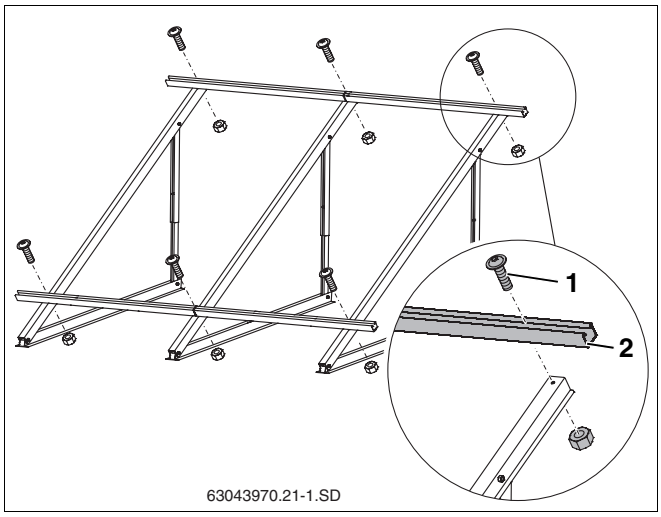

Afb. 34 Profielrails monteren (hier: voor 2 verticale collectoren)
- Draai de voorgemonteerde profielrails (afb. 34, **pos. 2**) met schroeven M8 x 20 (afb. 34, **pos. 1**) maar lichtjes aan, zodat de profielrails nog gepositioneerd kunnen worden.